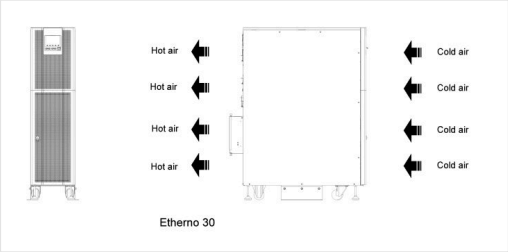

FIGURE 2-1 Cooling: cold air in at the front, hot air out at the rear — keep the rear at least 12 in (300 mm) from the wall
- At least 12 in (300 mm) free behind and beside the UPS: air enters at the front and leaves at the rear (Figure 2-1).